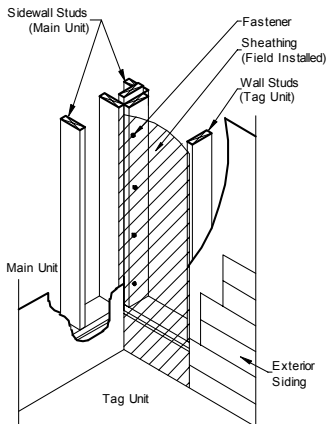

Figure 43. *Tag unit wall connection*
5. **Connect walls.** Secure the tag unit walls to the main unit sidewall using #8 x 4" screws at 12 inches o.c. (see **Figure 43**). The sheathing shown in the detail may not be included by the manufacturer. If included, the sheathing over the last stud bay was tacked in place at the factory for easy removal at the site. Once the wall connections are complete, re-install the sheathing and complete the siding installation.